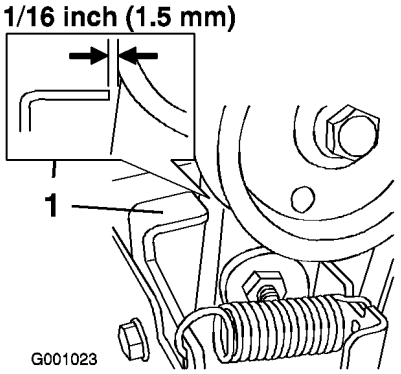

Figur 39
3. Ha matarskruven/impellerreglaget urkopplat och säkerställ att mellanrummet mellan matarskruvskopplingen och tappen är 1,5 mm (Figur 39).